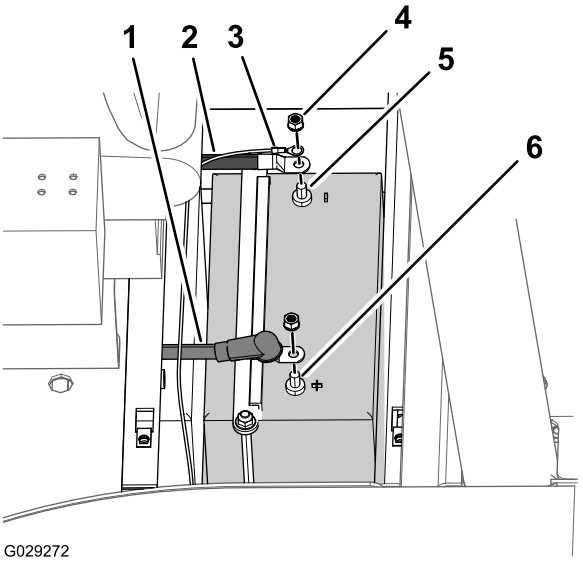

Рисунок 115
6. Отверните гайку со стопорной шайбой (3/8 дюйма), которая крепит отрицательный кабель аккумулятора с круглой клеммой к отрицательной клемме аккумулятора, и отсоедините кабель от аккумулятора (Рисунок 115).
7. Оттяните назад изоляционный колпачок и отверните гайку со стопорной шайбой (3/8 дюйма), которая крепит положительный кабель аккумулятора с круглой клеммой к положительной клемме аккумулятора, и отсоедините этот кабель от аккумулятора (Рисунок 115).
1. Подсоедините положительный кабель к положительной клемме аккумулятора (Рисунок 115) с помощью гайки со стопорной шайбой (3/8 дюйма), снятой при выполнении действий, описанных в пункте 7 раздела Подготовка к отсоединению компонентов (страница 84).
3. Подсоедините отрицательный кабель к отрицательной клемме аккумулятора (Рисунок 115) с помощью гайки со стопорной шайбой (3/8 дюйма), снятой при выполнении действий, описанных в пункте 6 раздела Подготовка к отсоединению компонентов (страница 84).